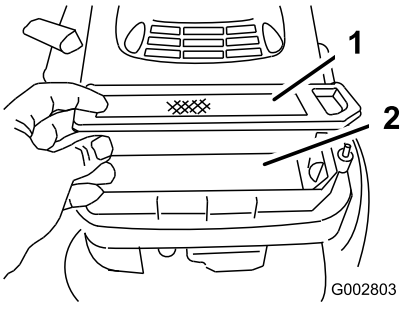

Bild 23
5. Entfernen und entsorgen Sie den Papierluftfilter (Bild 23).